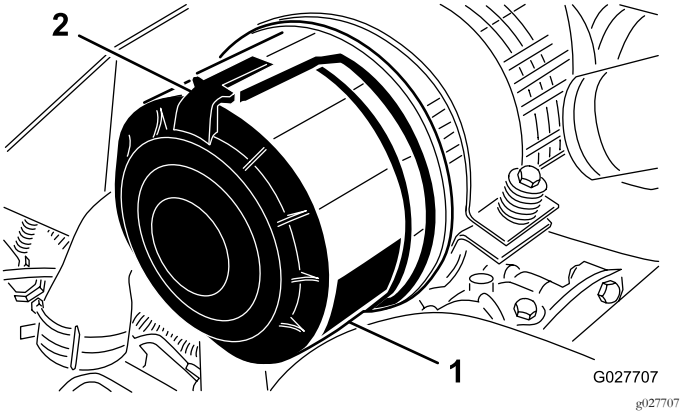

Figuur 62
1. Maak de sluitingen los waarmee het deksel van het luchtfilter is bevestigd aan het luchtfilterhuis (Figuur 62).